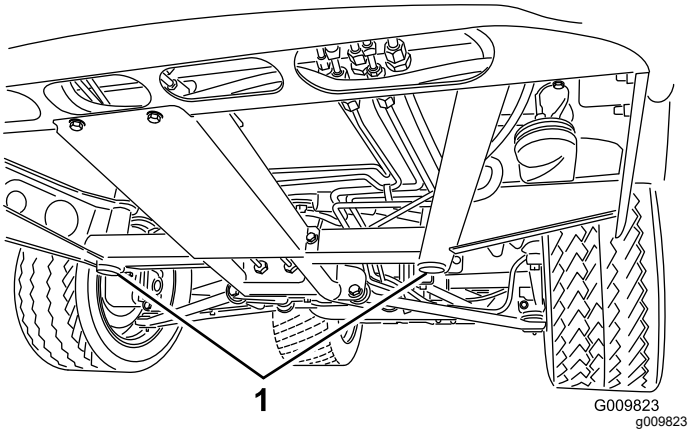
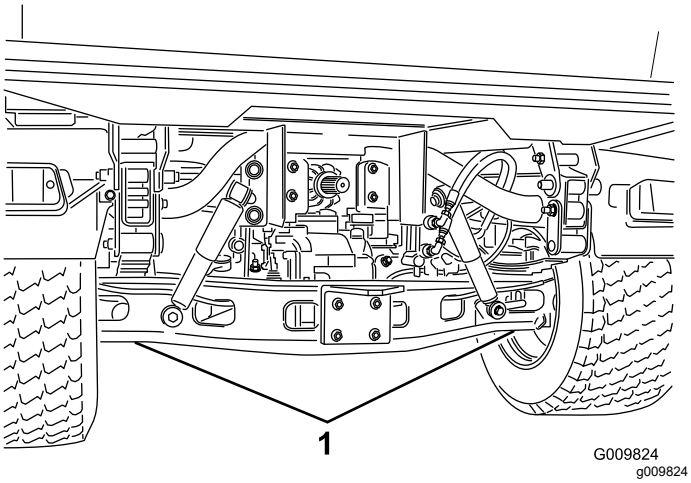

Figuur 36
Figuur 37
- Het krikpunt aan de voorkant van de machine bevindt zich onder het middelste steunpunt van het voorframe (Figuur 36) en aan de achterkant onder de achteras (Figuur 37).